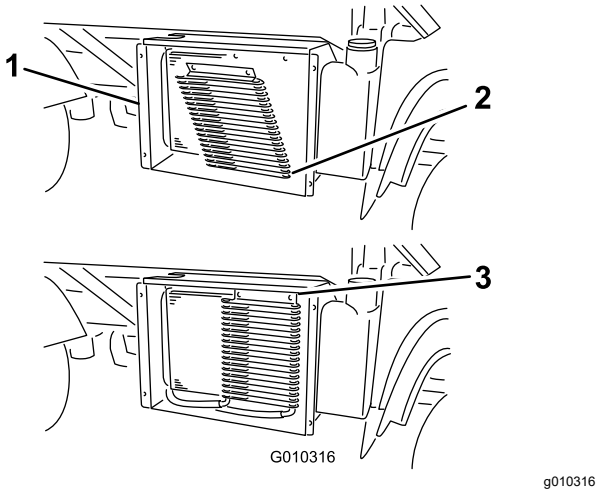

Figur 54
6. Vrid på spärrhakarna (i förekommande fall) och vrid bort oljekylaren från kylaren (Figur 54).